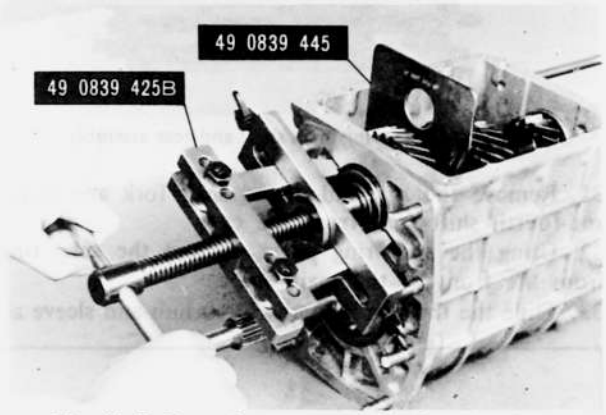

Fig. 7–5 Removing counter shaft front bearing
22. Using the **bearing puller** (49 0839 425B) as shown in Fig. 7–5, remove the counter shaft front bearing.